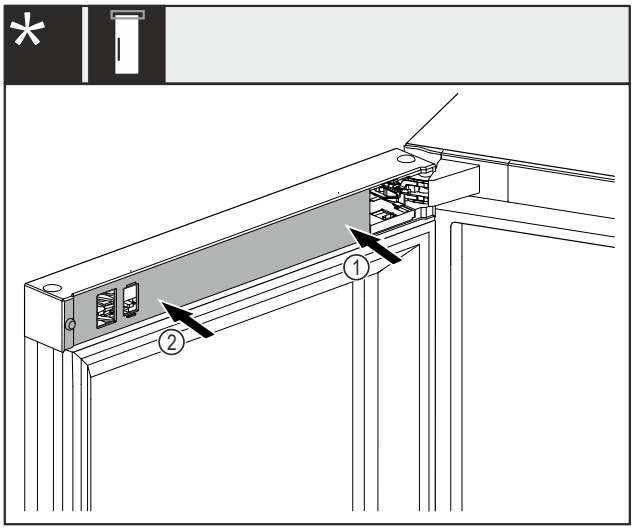

Fig. 34
- ▶ Abdeckung *Fig. 34 (1)* zuerst an der Lagerbockseite aufsetzen und einrasten.
- ▶ Abdeckung *Fig. 34 (2)* an der Aussenseite aufsetzen und einrasten.